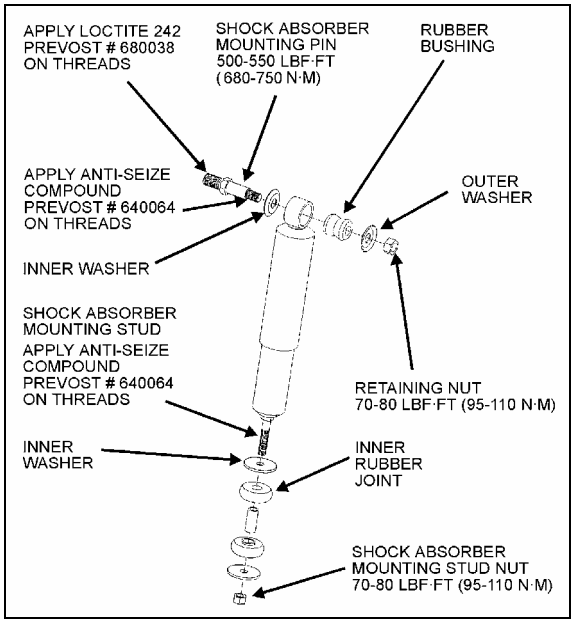

FIGURE 19: SHOCK ABSORBER 16054
2. Remove the nut and washer from shock absorber mounting pin (upper side), taking care to identify the inner and outer washers to ease reinstallation. Refer to figure 19 for details.
3. Place the inner washer on shock absorber pin (Fig. 19).